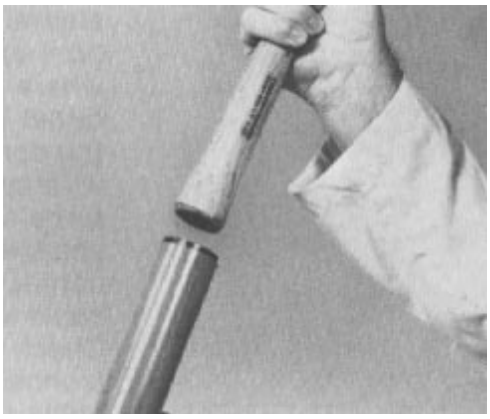
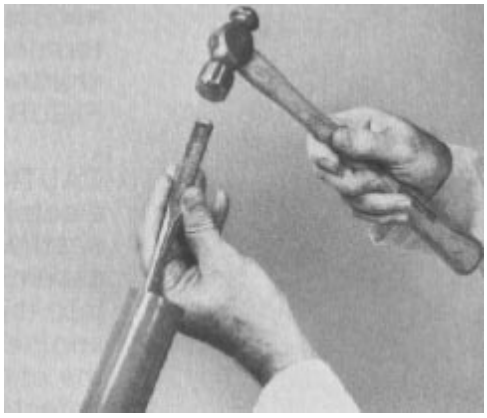

Figure 64
Figure 65
2. If the bushing was removed from the upper cover and jacket for replacement, press a new bushing into the upper end of the jacket tube with the recessed end of the bushing toward the jacket tube. Use an arbor press or the wood handle end of a hammer (Fig. 64). Push the bushing down until it is 0.1 in. (2.5 mm) below the top of the jacket tube. Use a pliers or punch to “crimp” the end of the jacket tube over the bushing in two places approximately 90° away from the original crimped areas (Fig. 65). Put clean multi-purpose grease on the inside of the bushing.